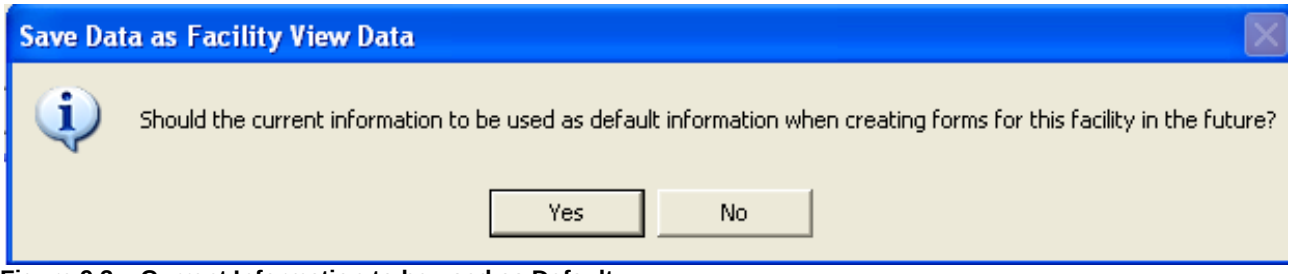

Figure 9.3 – Current Information to be used as Default
1. Update **INV-1** with any new information regarding contacts, addresses, and other information that is not updated through the Site Management screens. When saving, if asked to use this information as default information when creating future forms, click **YES** (see Figure 9.3).